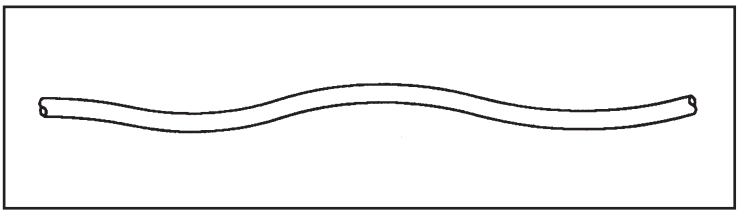

Figure 3
- Une gaine enroulée. Voir la figure 3.